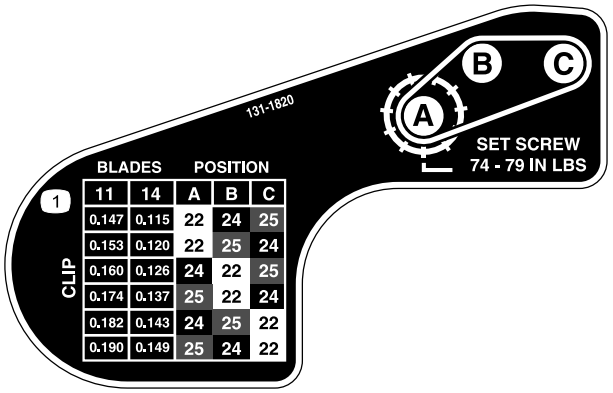

Figur 18
6. Ved hjælp af skemaet på mærkaten i Figur 18 bestemmes den ønskede klippeindstilling, og hvilke remskiver der skal flyttes.
9. Monter hver remskive i den nye konfiguration, som vist på mærkaten (Figur 18).